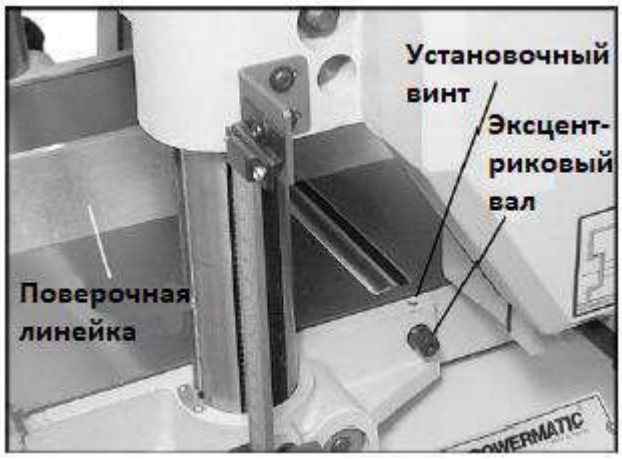

Рис. 16
3. С одной стороны стола с помощью 3 мм шестигранного ключа ослабьте установочные винты (см. Рис. 16) и вращайте эксцентриковые валы, чтобы поднять или опустить ролики.